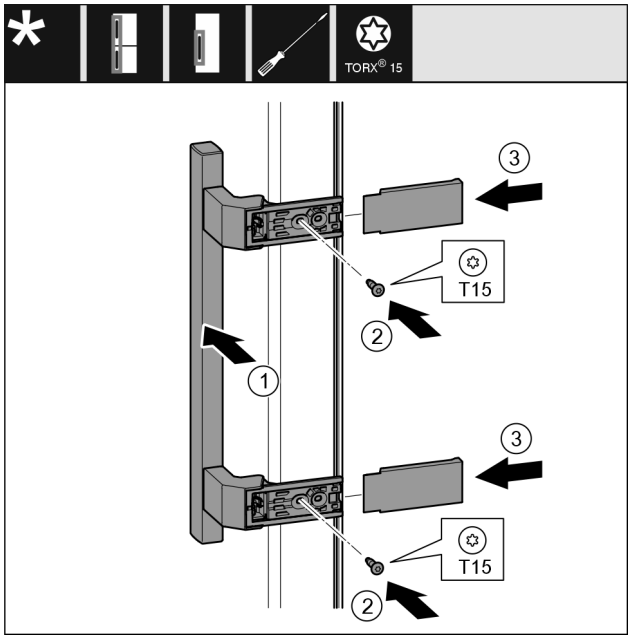

Fig. 22
▶ Nasaďte madlo *Fig. 22 (1)* na protilehlé straně.
▶ Šroubovákem šrouby *Fig. 22 (2)* pevně utáhněte.
▶ Kryty *Fig. 22 (3)* bočně nasaďte a nasuňte.